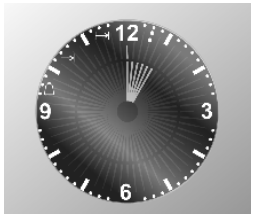

Fig. 4
- benyt tasterne – / - til at indstille **tilberedningens varighed**; ved hvert tryk på tasten – tilføjes **et minut** til tilberedningstiden, og **et internt segment** lyser op for hver **tolv minutter** der indstilles (**Fig. 4**). Efter **7 sekunder** starter tilberedningsprogrammet, og symbolet ⊢→| tændes.
- benyt tasterne – / - til at indstille **tilberedningens varighed**; ved hvert tryk på tasten – tilføjes **et minut** til tilberedningstiden, og **et internt segment** lyser op for hver **tolv minutter** der indstilles (**Fig. 4**);